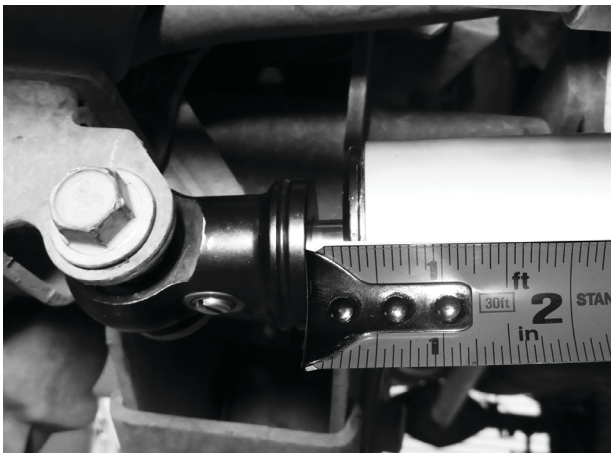

Fig. 1: Eyelet installed with 1/4" of shaft exposed.
4. Compress the stabilizer so 1/4" of shaft is exposed between the eyelet and the body. For ATS models, turning the adjuster screw on the eyelet fully counter clockwise will make compressing the stabilizer easier (Fig. 1).